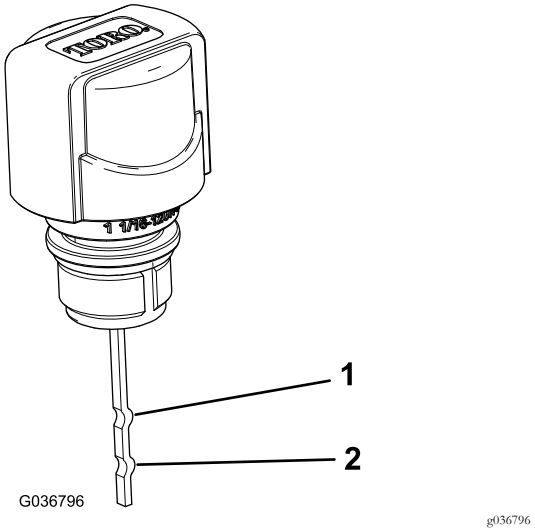

**Figur 22**
**Obs:** Vätskenivån ska vara mellan den övre och den nedre markeringen på oljestickan (Figur 22).